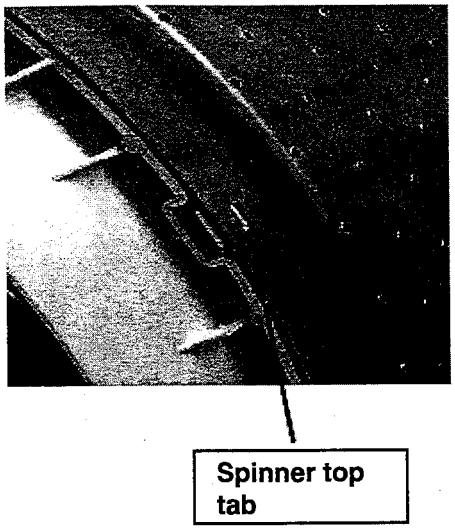
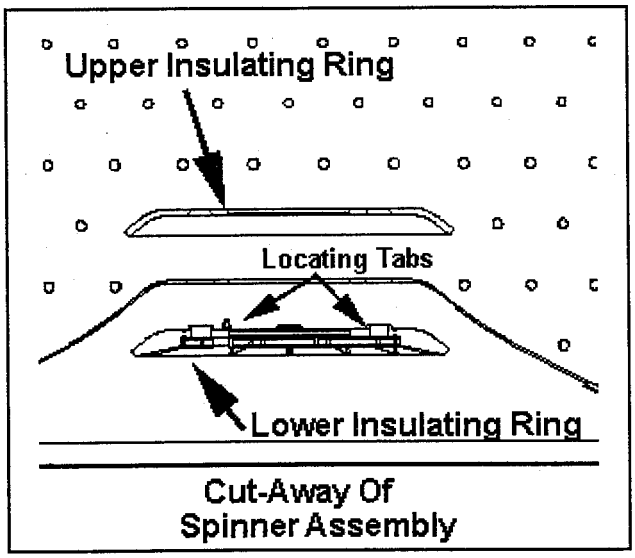

Figure 5-12
Figure 5-13
8. Depress the six (6) tabs ***(Figure 5-12)*** that hold the spinner top to the spinner and remove the spinner top.
9. Depress the four (4) tabs that hold the lower insulating ring to the bottom of the spinner and remove. ***(Figure 5-12)*** These four (4) tabs are not necessary for correct machine operation. These tabs are used to assist in the manufacturing process. If one or more break during removal, the part is still functional. ***(See Figures 5-13 thru 5-14)***